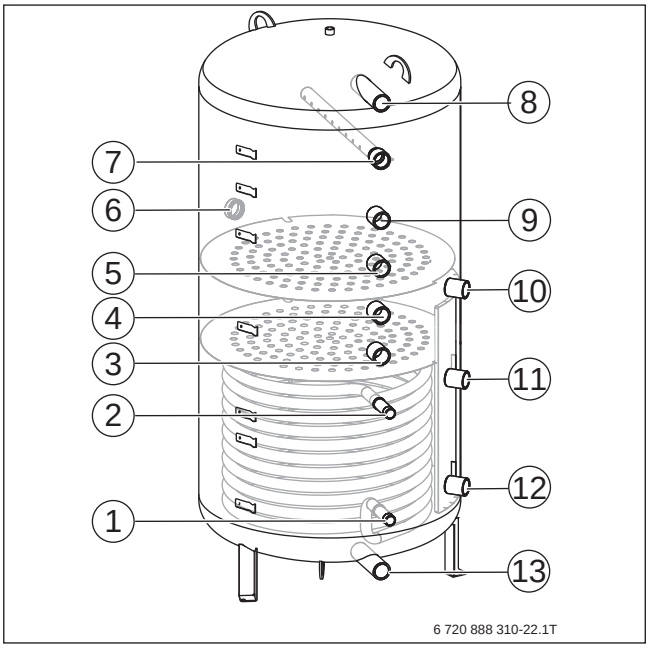

Bild 239 PNRZ-Speicher anschließen
- Um Wärmeverluste und einen ineffizienten Betrieb, besonders in Verbindung mit Wärmepumpen, durch ein Zirkulationssystem zu reduzieren, sollte die Zirkulationspumpe bedarfsgerecht angesteuert werden. Dabei die einschlägigen Normen beachten (→ Bild 239). Eine Zirkulationspumpe kann optional eingebaut werden: